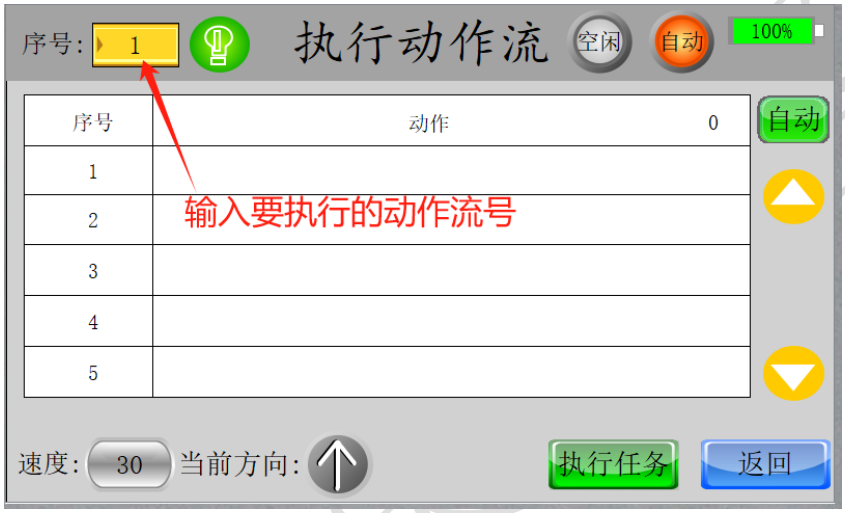

图 4-18 执行动作流界面
3、依次点击**“触摸屏”**上的**“任务派发”**->**“动作流”**会弹出如“图 4-18”的界面，请输入将执行的动作流号，然后点击**“执行动作流”**按钮，即可执行动作流任务，每执行一步则界面会高亮当前执行的功能，期间您也可以点击**“取消任务”**按钮，以取消当前任务。如果点击了**“返回”**按钮要重新进入该界面，重新按照此流程进入该界面即可。